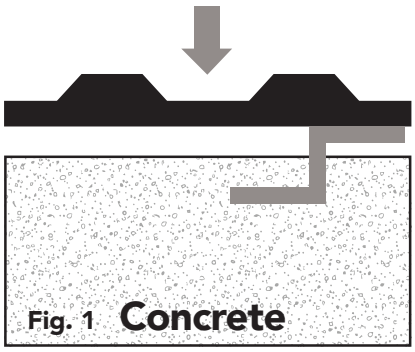

Fig. 1
2. Slowly press the tile into concrete. **(Fig. 1 & 2) IMPORTANT: Do not stand on tile during installation.**